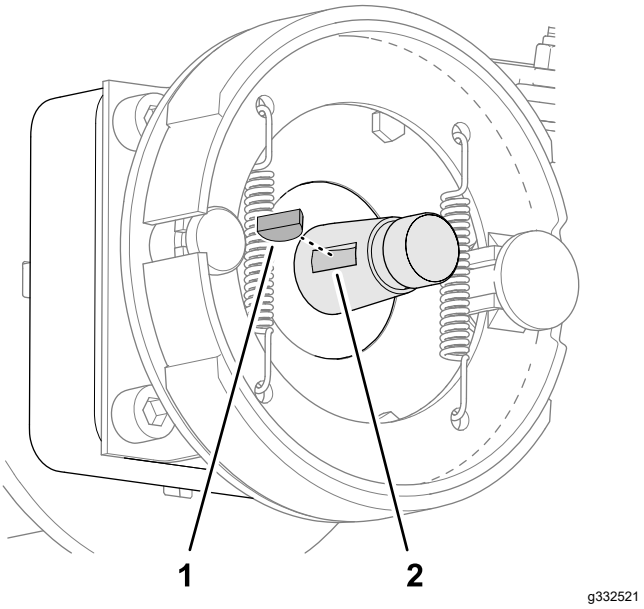

Figur 65
5. Fjern skivekilen fra hjulmotorakselen (Figur 65).